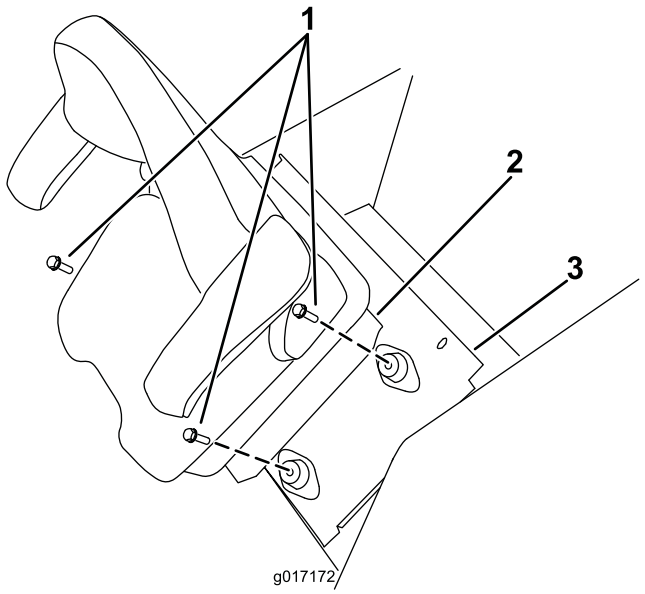

Figura 2
6. Rimuovete i fermi che fissano la base del sedile alla piastra di montaggio del sedile. Sollevate il sedile e la piastra del sedile dalla macchina (Figura 2).